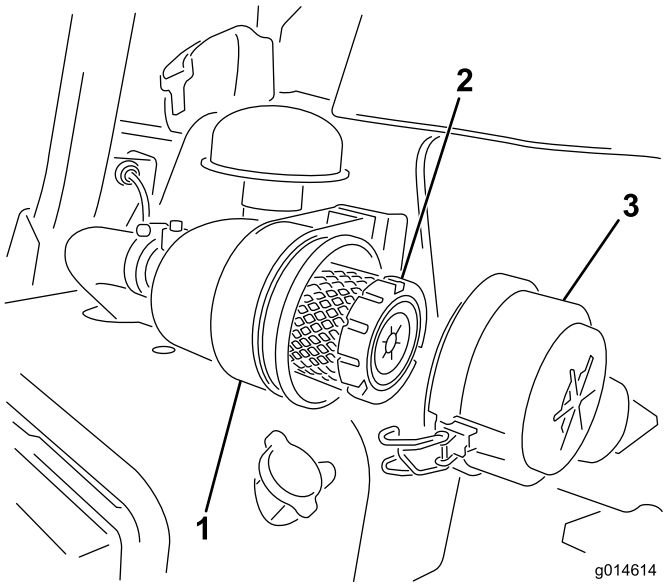

Figuur 44
1. Maak de sluitingen los waarmee het deksel van het luchtfilter is bevestigd aan de luchtfilterbehuizing (Figuur 44).
6. Maak de sluitingen vast (Figuur 44).